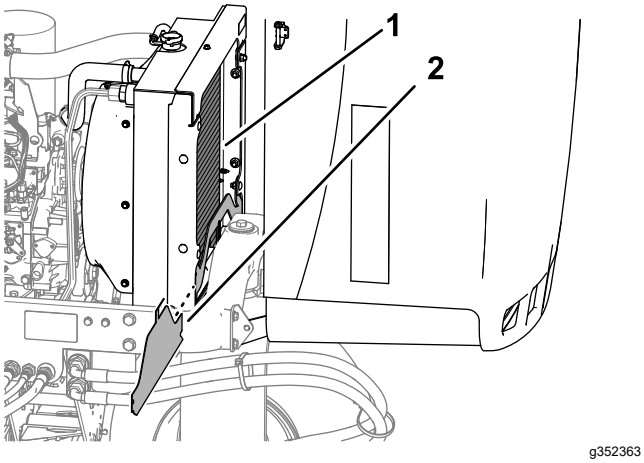

Figur 82
4. Ta bort det nedre kylarskyddet (Figur 82).
5. Rengör båda sidorna av kylaren noggrant med vatten eller tryckluft (Figur 82).